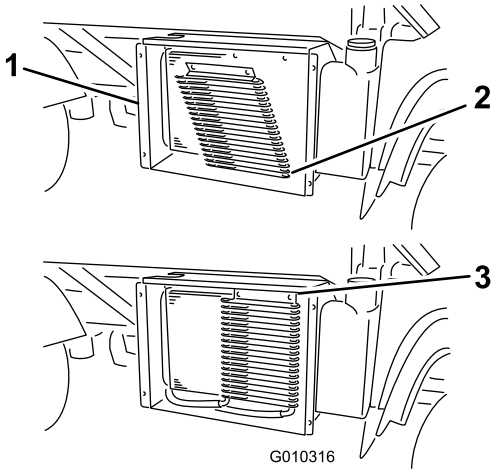

**Figur 58**
3. Roter låsen og drej oliekøleren væk fra køleren (Figur 58), hvis det er monteret således.